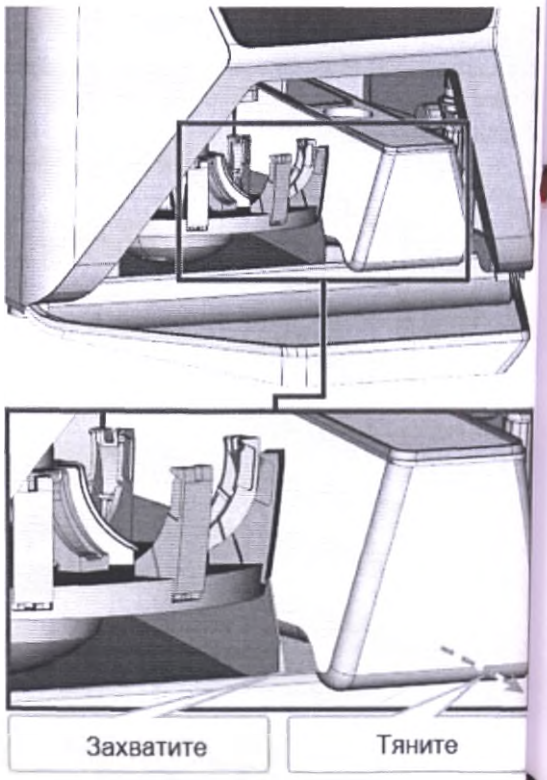

Рис. 35 – ИЗВЛЕЧЕНИЕ БАКА С ОХЛАЖДАЮЩЕЙ ЖИДКОСТЬЮ ИЗ МНОГОФУНКЦИОНАЛЬНОЙ КАБИНЫ
5. Вытащите емкость с охлаждающей жидкостью из кабины в направлении, указанном стрелкой (Рис. 35 – см. ниже).